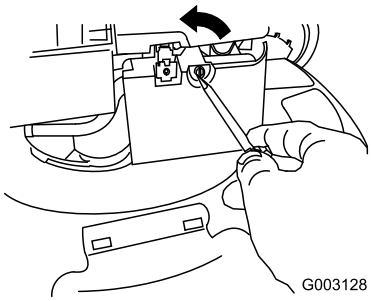

Figura 33
2. Aprite il coperchio del filtro dell'aria con un cacciavite (Figura 33).